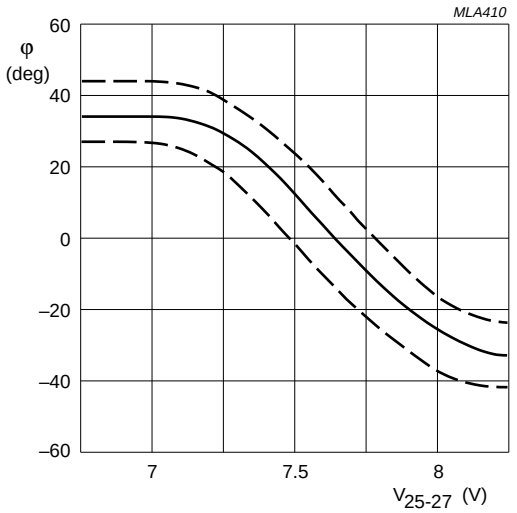

Fig.6 Hue control voltage range.
14. The voltage at pins 24 and 25 can be changed by connecting the load resistors (20 kΩ, 1%, in this condition) to the slider bar of the hue control potentiometer (see Fig.6). When the transistor is switched on, the voltage at pins 24 and 25 is reduced below 9 V, and the circuit is switched to NTSC mode. The width of the burst gate is assumed to be 4 μs typical.